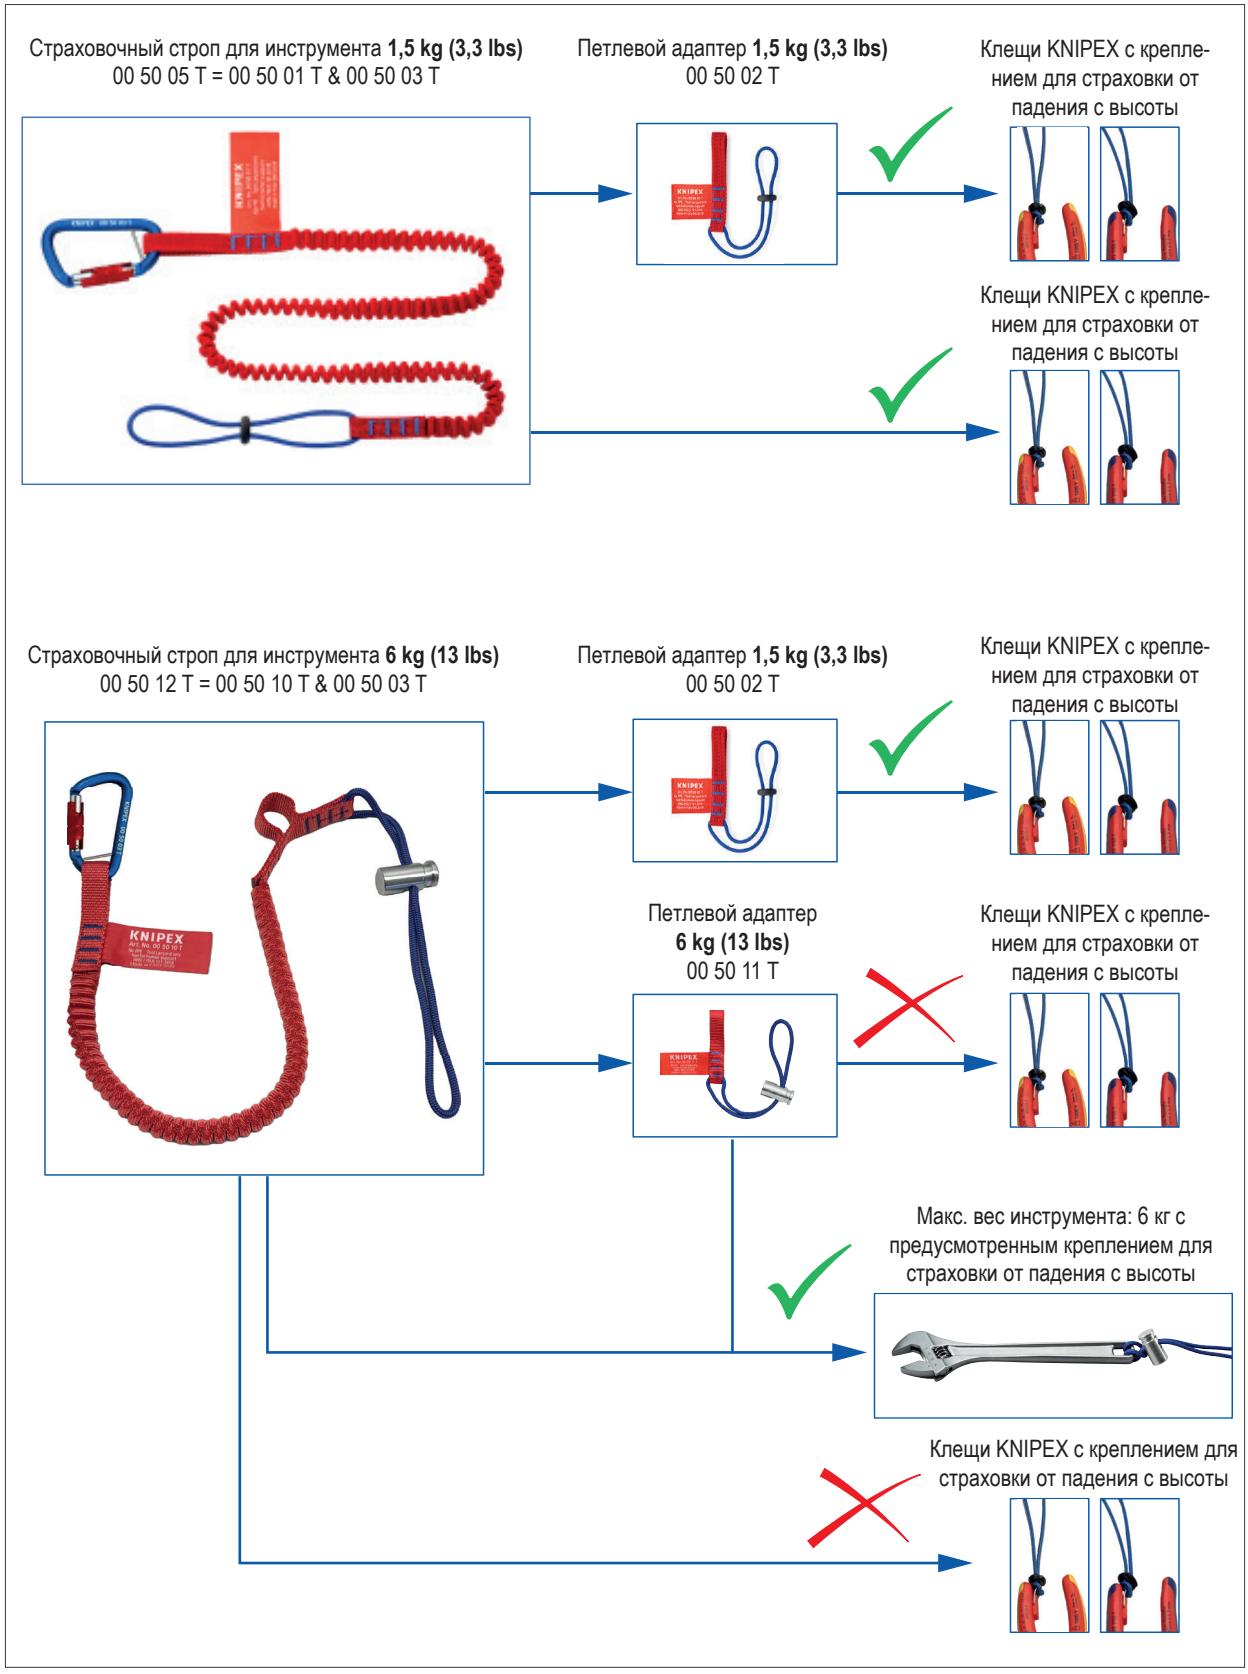

Рисунок 5: Совместимость с инструментами KNIPEX с креплением для страховки от падения с высоты
- Перед подсоединением инструмента KNIPEX с креплением для страховки от падения с высоты к страховочному стропу или петлевому адаптеру убедитесь (рисунок 5), что инструмент и страховочный строп или петлевой адаптер совместимы.
- Для подсоединения инструмента KNIPEX с креплением для страховки от падения с высоты к страховочному стропу на 6 кг (KNIPEX 00 50 10 T) следует использовать петлевой адаптер на 1,5 кг (KNIPEX 00 50 02 T) (рисунок 5) (шнур версии на 6 кг слишком толстый, чтобы пропустить его через крепление для страховки от падения с высоты на инструменте).